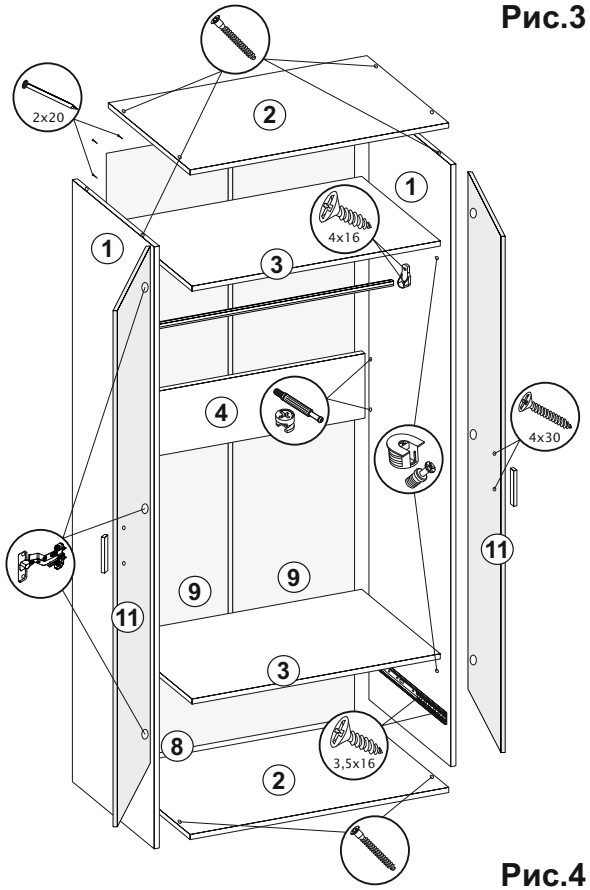

Рис.4
3.1 Соединить детали ящика (5,6) еврошурупами. Замерить диагонали получившегося ящика и прибить ХДФ (7) гвоздями 2х20 (рис.4).
3.2 Досверлить необходимые отверстия в створке ящика (10) и прикрутить ручку шурупами 4х30. Установить створку (10) на собранный ящик с помощью эксцентриков (рис.4).
3.3 Прикрутить ответные части направляющих по центру деталей ящика (5) шурупами 3,5х16. ***После окончательной сборки изделия*** вставить выдвижной ящик в короб шкафа (рис.4).